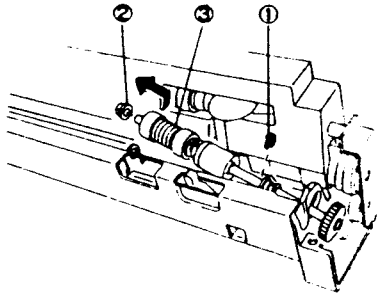

Рис. 2 NZM-0175
4. (Рис. 2): Снимите тормозной ролик.
①. Снимите KL-клипсу.
②. Снимите подшипник.
③. Снимите тормозной ролик.